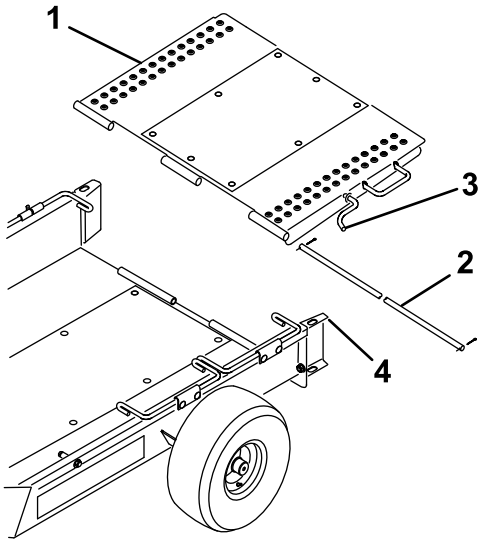

Figur 3
5. Montera lastrampen baktill på släpvagnsflaket med hjälp av gångjärnspinnen och de två saxpinnarna (Figur 3).
6. Vrid lastrampen uppåt och haka i rampspärren i hålet högst upp på hjulskenan (Figur 3).
8. Vrid lastrampen uppåt och haka i rampspärren i hålet högst upp på hjulskenan (Figur 3).